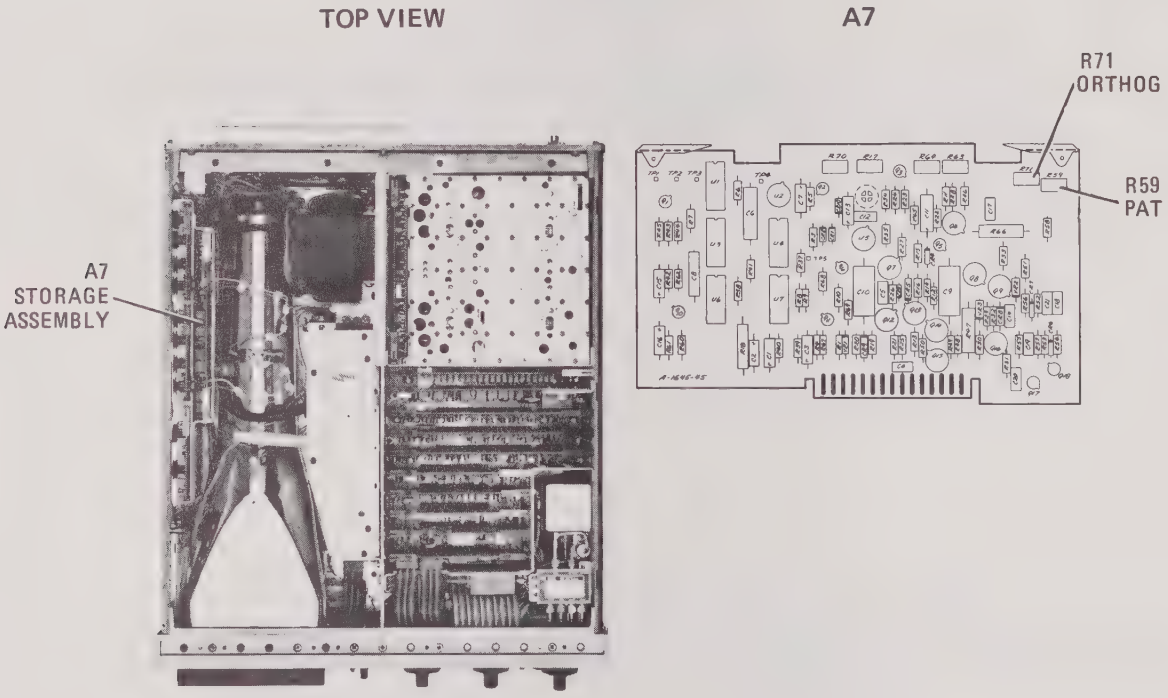

Figure 5-7. Orthogonality and Pattern Adjustment Locations
g. Adjust R71 ORTHOG (Figure 5-7) to align baseline parallel with the horizontal graticule line.